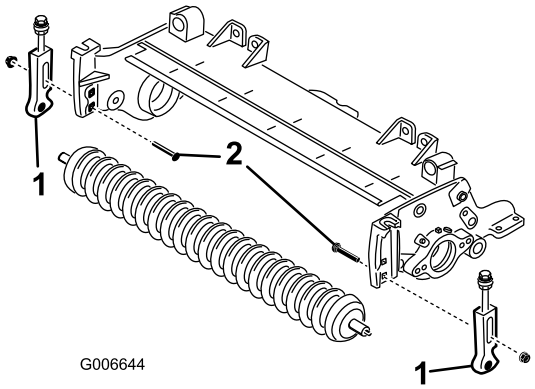

Figuur 4
5. Verwijder de slotbouten en moeren waarmee de maaihoogtebeugels aan de zijplaten van het maaidek zijn bevestigd (Figuur 4).
7. Verwijder de maaihoogtebeugels en de voorrol van de zijplaten van het maaidek (Figuur 4).